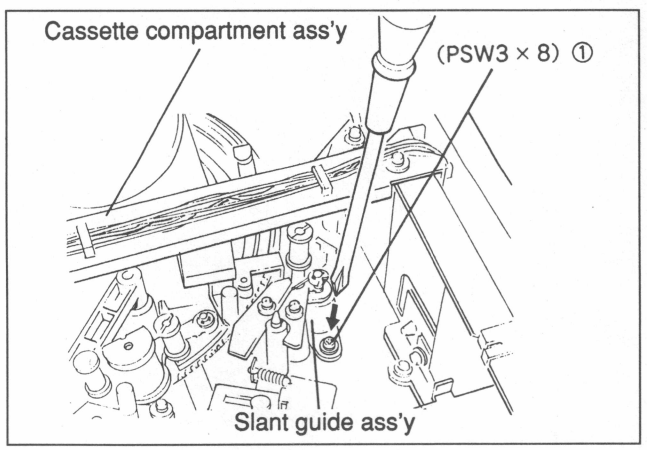

Fig.7-16-3 Slant Guide Ass'y Remove
- Remove two of screw ① shown in Fig. 7-16-3, then remove the slant guide ass'y.
Remove the slant guide ass'y referring to Section 7-16. (Fig. 7-16-3)